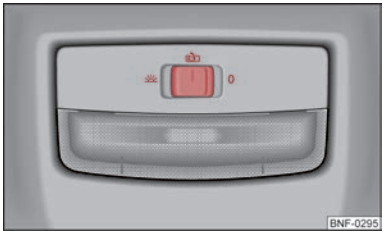

Fig. 25 Interior lighting - version 1
– Turn the switch to the position ⇒ Fig. 25.